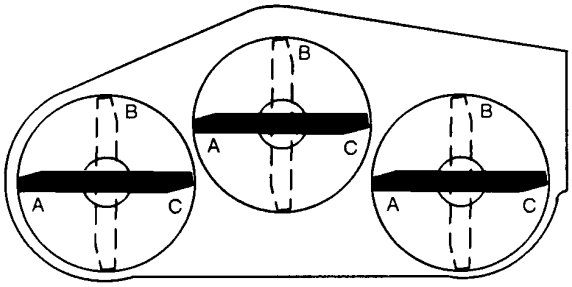

Figure 17
7. Tourner les lames à la position “C”, mesurer la distance et noter la dimension obtenue (Fig. 17, 18).